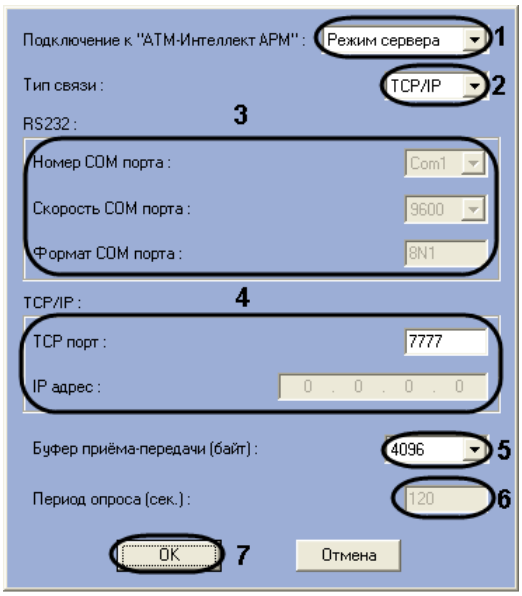

Рис. 5.4—4 Настройка взаимодействия
3. Из раскрывающегося списка **Подключение к АТМ-Интеллект АРМ** выбрать способ подключения *АТМ-Интеллект Про* к *АТМ-Интеллект АРМ*: **Режим сервера** или **Режим клиента** (см. Рис. 5.4—4, 1).